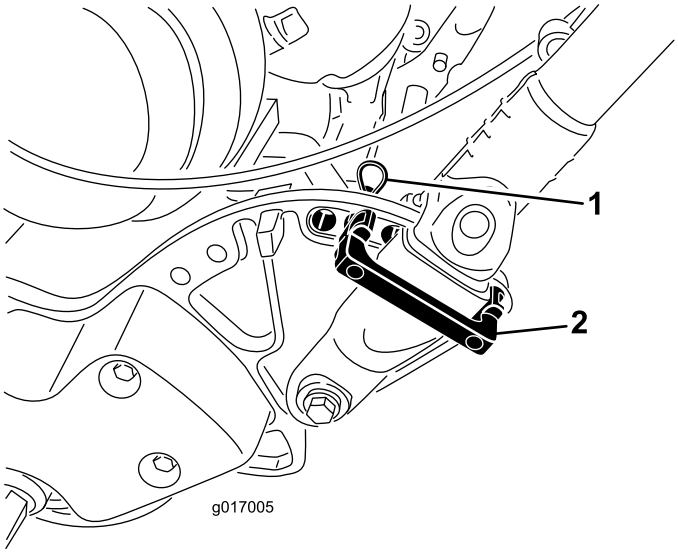

Figura 24
1. Retire los pasadores de horquilla de los seguros del retención del manillar en cada lado del cortacésped (Figura 24).
2. Sujetando el manillar, retire los pasadores de horquilla de cada lado y gire el manillar a la posición de operación deseada (Figura 24).